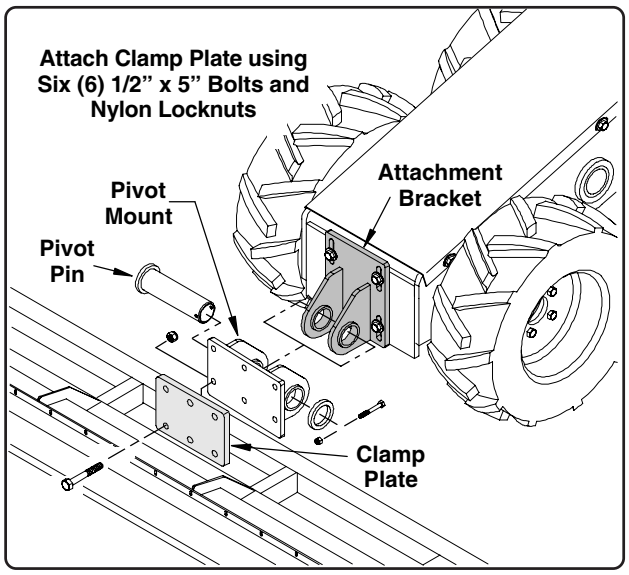

Fig. 11
1. Install the pivot mount to the attachment bracket on front of the tractor. Secure the mount using the pivot pin,the pivot pin retainer and one 3/8” x 2 1/2” bolt and nylon locknut (See Fig. 11).